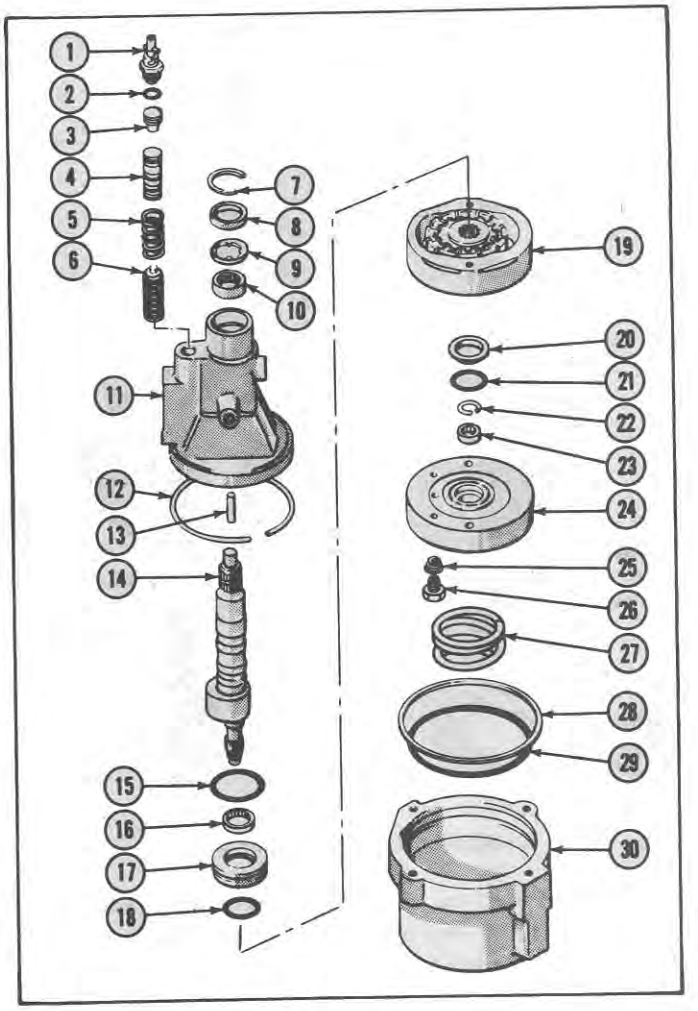

Figure 87
Refer to the exploded view illustration, Figure 87, as an aid during the disassembly of the steering motor.
KEY TO FIGURE 87
16. Remove the adjustor assembly from the valve body housing. See Figure 87.
Refer to the exploded view illustration, Figure 87, as an aid during the assembly of the steering motor. During assembly it is important that all new seals and backup rings be installed.
1. Install the reaction spool guide and spring assembly, Figure 87, into the housing bore. Then install the guide spring and the valve spool, hollow end first, into the bore.